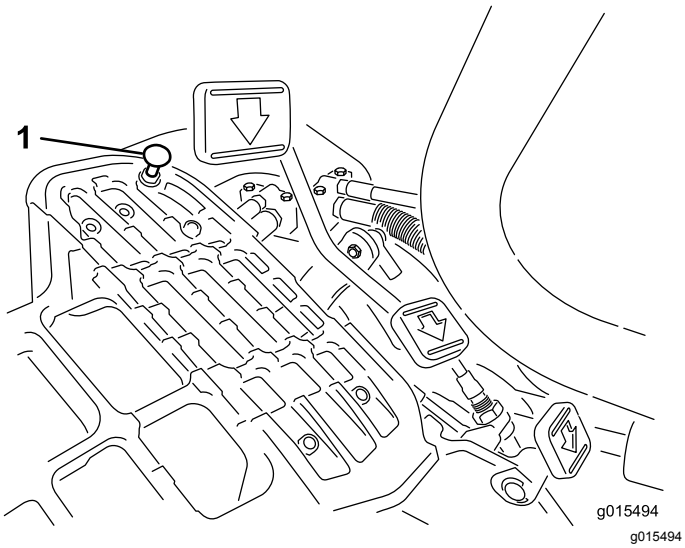

Figur 39
1. Sæt funktionsbevægelseshåndtaget i TRANSPORT-positionen, og løsn den låsemøtrik, der holder pedalstoppet på gulvpladen (Figur 39).